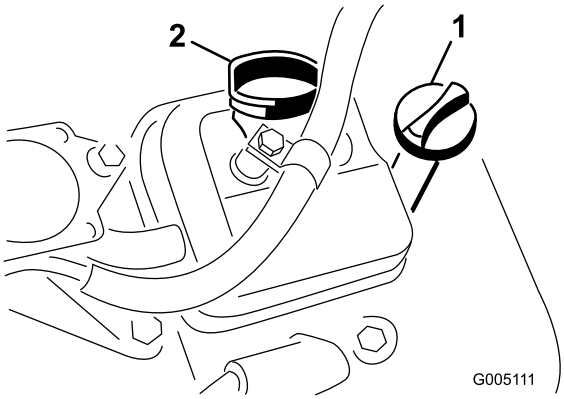

Figur 22
3. Sæt målepinden ned i målepindsrøret, og sørg for, at den sidder helt i bund (Figur 22).